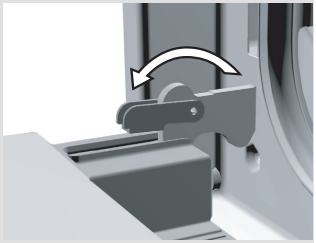

рис. 1
- Полностью откройте дверцу духовки и откиньте фиксаторы до конца назад (рис. 1).